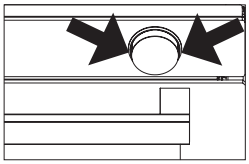
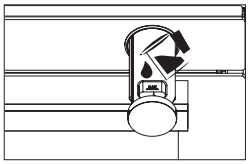
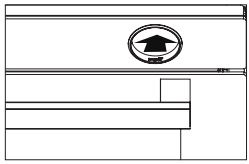

Figura 17
Figura 18
Figura 20
**1.** Remover o recipiente da água puxando o mesmo nos pontos indicados pela seta. Encher o recipiente da água (consultar a figura 17) e deslizar o mesmo na direção da seta para a posição de início para o colocar na posição (ver figura 18,19). Depois de 10 minutos de pré-aquecimento, deslizar o recipiente da máquina na direção da seta até ouvir um “clique” (ver figura 20).